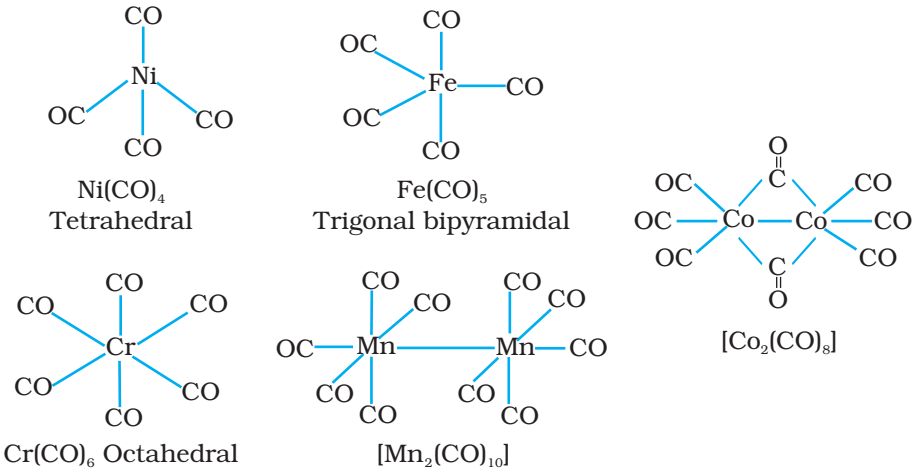

Fig. 9.13 Structures of some representative homoleptic metal carbonyls.
Decacarbonyldimanganese(0) is made up of two square pyramidal $Mn(CO)_5$ units joined by a Mn – Mn bond. Octacarbonyldicobalt(0) has a Co – Co bond bridged by two CO groups (Fig.9.13).